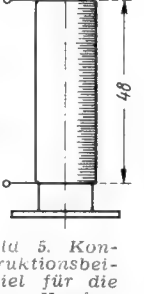

*Bild 5. Konstruktionsbeispiel für die Spule $L_3$. 45 Windungen Kupferdraht, emailliert, 1 mm ϕ, Q = 120; L = 6,2 µH; Abschirmbecher 30 mm ϕ, 60 mm hoch*
*Bild 5. Diese grafische Darstellung umfaßt die drei zusammenhängenden Größen, Kapazität, Spannung und gespeicherte Arbeit und gilt für alle handelsüblichen Blitzröhren mit Entladeenergien von 50 ... 1000 Wsec*
Wir müssen nun noch dafür sorgen, daß die Diode vom Kreis $L_3$, $C_3$ eine solche Zf-Spannung erhält, daß sie eine Gleichspannung von —8,5 V erzeugt, wenn am Gitter 3 der EQ 80 die Zf-Spannung gerade 8 $V_{eff}$ erreicht. Der Gleichrichterwirkungsgrad beträgt etwa 85 %, so daß für eine Gleichspannung von —8,5 V eine Zf-Spitzenspannung von $\frac{8,5}{0,85} = 10$ V benötigt wird. Das entspricht einem Effektivwert von $U_3 = \frac{10}{\sqrt{2}} = 7\ V_{eff}$ am Kreis $L_3$, $C_3$. Die Güte dieses Kreises soll möglichst groß sein, damit die EQ 80 nur in der unmittelbaren Nähe der richtigen Abstimmung geöffnet und eine scharfe Abstimmanzeige erreicht wird. **Bild 5** zeigt ein praktisch erprobtes Konstruktionsbeispiel für die Spule $L_3$. Ihre Güte ist etwa 120. Unter Berücksichtigung der Dämpfung durch den Gleichrichter kann man mit der Kreisgüte $Q_3 = 90$ rechnen. Die Induktivität ist $L_3 = 6,2$ µH, so daß $C_3 = 36$ pF wird. Unter Berücksichtigung der Spulen-, Dioden- und Schaltkapazität ist als Abstimmkondensator ein Lufttrimmer mit 30 pF Maximalkapazität ausreichend.
In Bild 1 wurde der besseren Übersichtlichkeit wegen eine reine FM-Schaltung dargestellt. Die Erweiterung zu einer AM-FM-Schaltung ergibt sich zwanglos unter Beachtung der bereits in zwei früheren Arbeiten [1])[2]) erläuterten Gesichtspunkte. Ein Beispiel ist in **Bild 6** dargestellt, wobei als Zf-Verstärker zweckmäßig eine Anordnung ähnlich der in der Arbeit[2]), Bild 5, gezeigten Schaltung benutzt wird. Die Diode $d_1$ der EBF 80 erzeugt die mit —2 V verzögerte Regelspannung bei AM-Empfang, wäh-